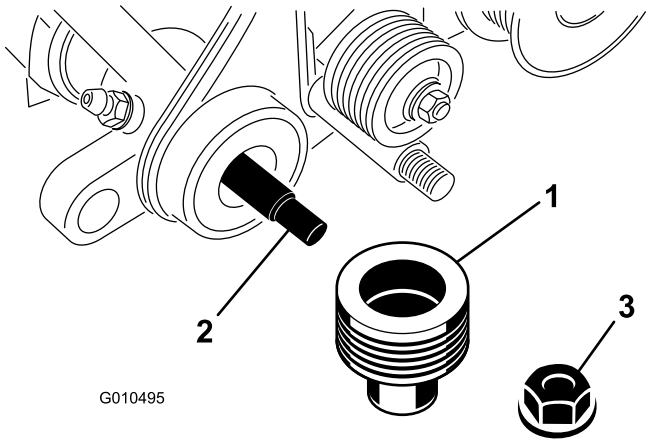

Figur 33
6. Fjern den låsemøtrik, der fastgør den drevne remskive til enden af trimmerakslen, og fjern remskiven (Figur 33).